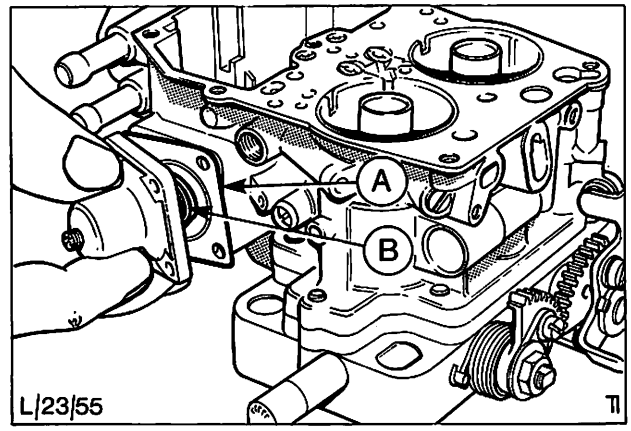

Abb. 109 Unterdruck-Einspritzvorrichtung ausbauen
8. Schrauben (4) entfernen und Unterdruck-Einspritzvorrichtung abbauen. Darauf achten, daß die Membranrückdruckfeder nicht verlorengeht, Abb. 109.